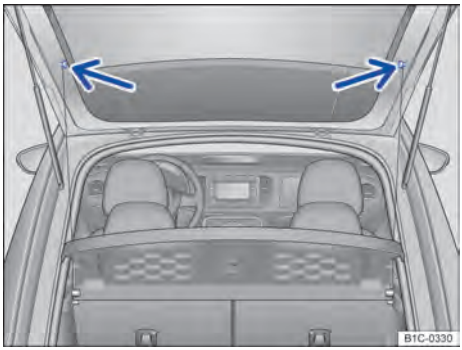

Fig. 87 No compartimento de bagagem: desprender e prender as cintas de fixação da cobertura do compartimento de bagagem na tampa traseira.
- Desprender as cintas de fixação na tampa traseira ⇒ Fig. 87 (setas).
- Prender as cintas de fixação na tampa traseira ⇒ Fig. 87 (setas).